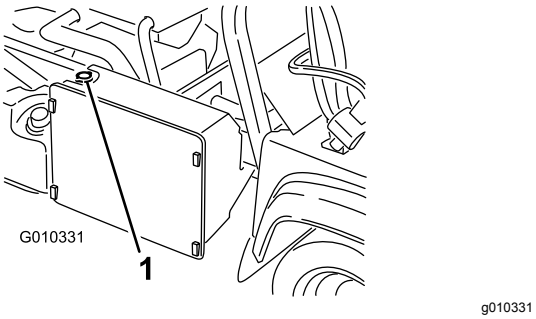

Figur 52
3. Fjern radiatorlokket (Figur 52).
4. Ta av reservetanklokket (Figur 52).
7. Fyll på radiatoren og sett på lokket igjen (Figur 52).